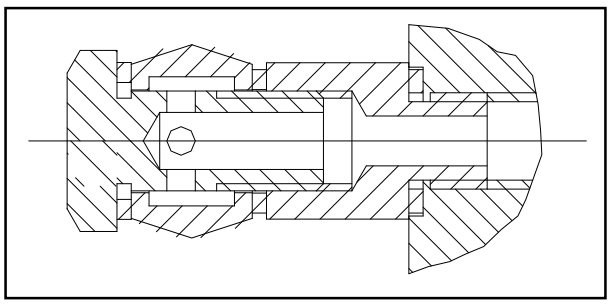

Fig. 34
• Collegare la centralina al raccordo del circuito mediante un tubo flessibile (Fig. 34).